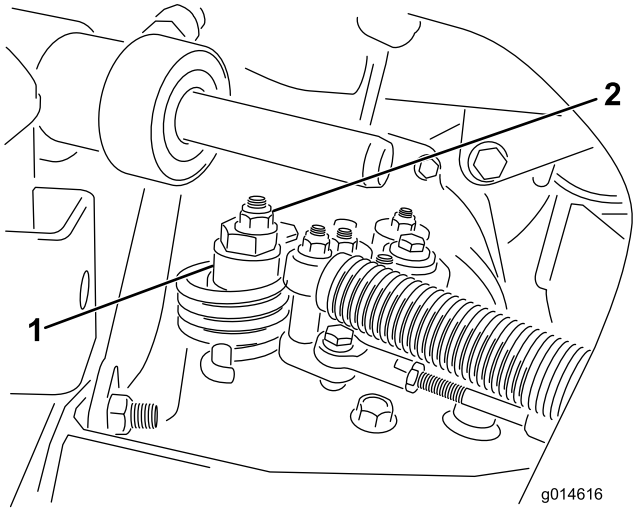

**Figuur 46**
A. Draai de moer los waarmee de excentriek is bevestigd aan de bovenkant van de hydrostaat (Figuur 46).
C. Draai aan de excentriek totdat de machine niet meer naar voren of naar achteren kruipt. Als het wielen niet meer draaien, zet u de moer vast waarmee de excentriek en de afstelling worden geborgd (Figuur 46). Controleer de instelling met de gashendel op LANGZAAM en op SNEL.